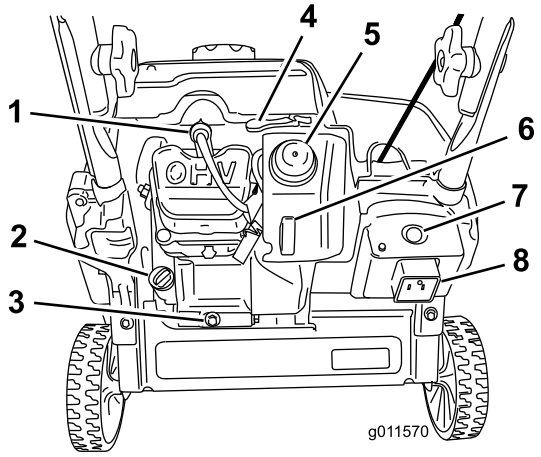

Figur 11
2. Rengør omkring oliepåfyldningsdækslet (Figur 11).
3. Rengør omkring oliepåfyldningsdækslet (Figur 11).